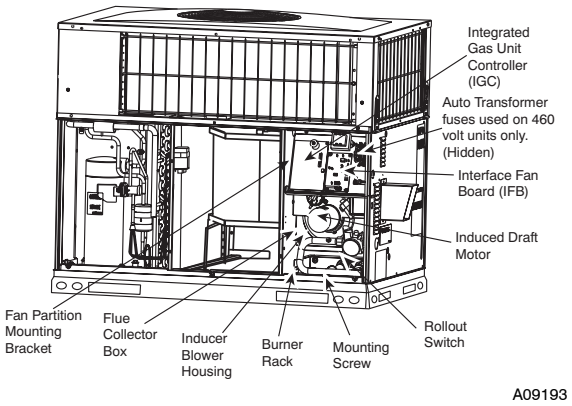

Fig. 18 - Blower Housing and Flue Collector Box
2. Remove the 11 screws holding the flue collector box cover (See Fig. 18) to the heat exchanger assembly. Inspect the heat exchangers.
Unit is equipped with a direct spark ignition 100 percent lockout system. Ignition module (IGC) is located in the control box (See Fig. 18). Module contains a self-diagnostic LED. During servicing, refer to label diagram or Table 5 in these instructions for LED interpretation.
5. Remove fan partition mounting bracket (2 screws located on the left side of the control compartment on the fan partition panel). Slide bracket forward, bottom first, to remove (See Fig. 18).
7. Remove the mounting screw that attaches the burner rack to the unit base (See Fig. 18).
8. Partially slide the burner rack out of the unit (see Fig. 18 and 21). Remove ignitor and sensor wires at the burner assembly. Remove rollout switch wires.
9. Slide the burner rack out of the unit (See Fig. 18 and 21).